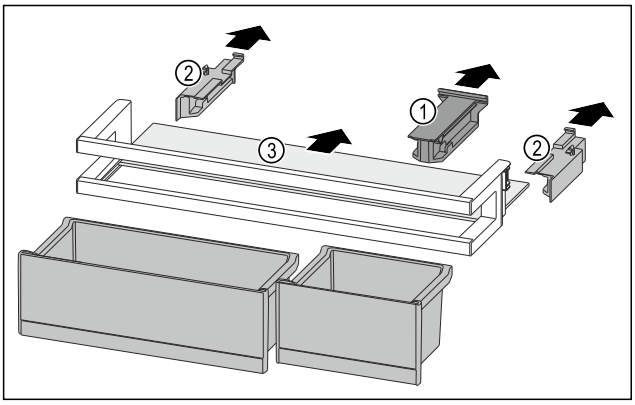

Fig. 213
▶ Retirer la pièce de retenue *Fig. 213 (1)*.
▶ Retirer les parties latérales *Fig. 213 (2)*.
▶ Retirer la tablette de rangement *Fig. 213 (3)*.